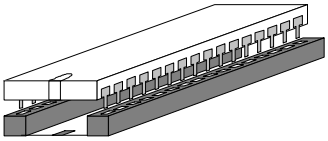

Figure 27 EPROM position
a) that EPROM has been connected with correct polarity (see **Fig. 27**);